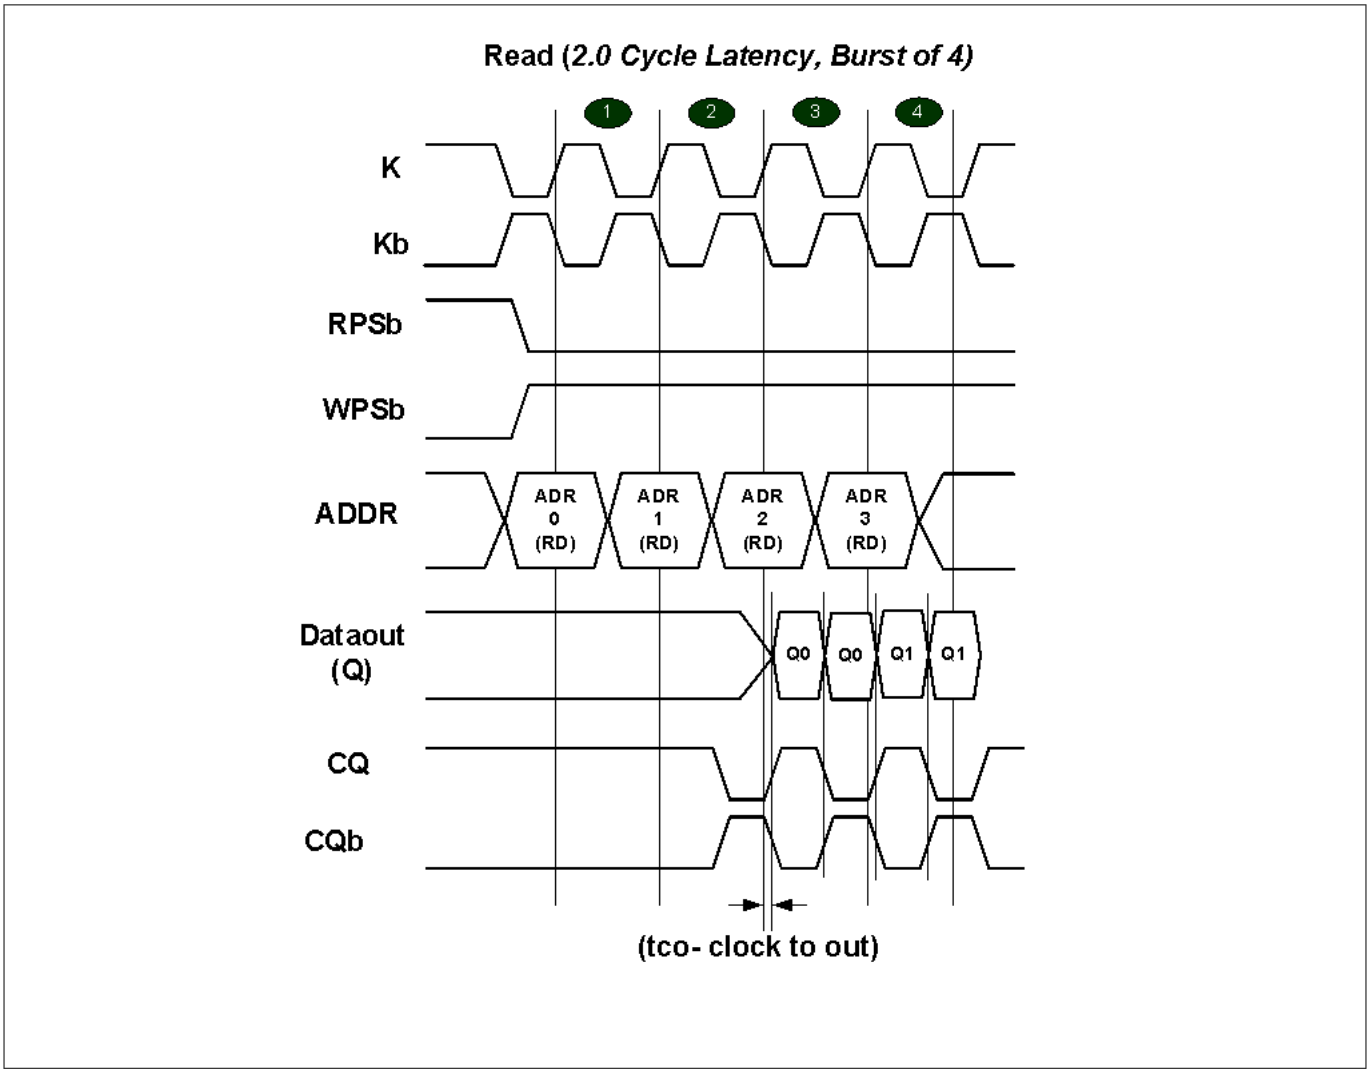

Figure 3 Read waveforms
To fully appreciate the effects of DLL in 72-Mbit QDRII+ SRAM, Figure 3 shows typical read cycle timing. As can be seen, the echo clocks (CQ and CQb), which are the read strobe signals, are edge aligned with the read data (Q).